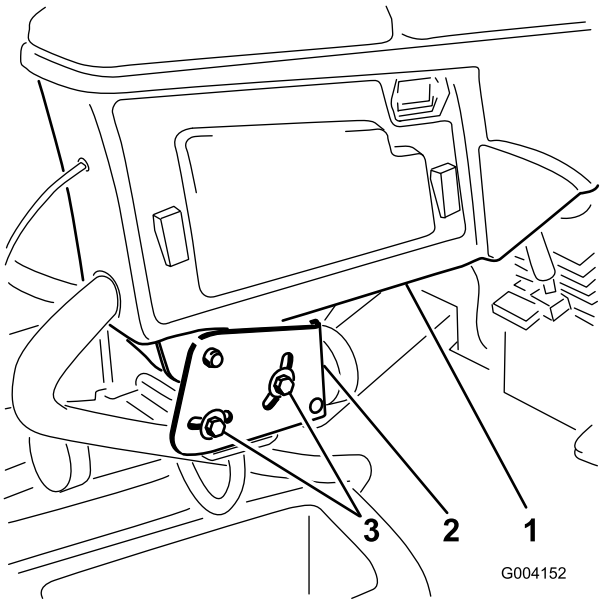

Figuur 3
1. Draai de 2 bouten los waarmee de bedieningsarm is vastgezet aan de bevestigingsbeugel (Figuur 3).